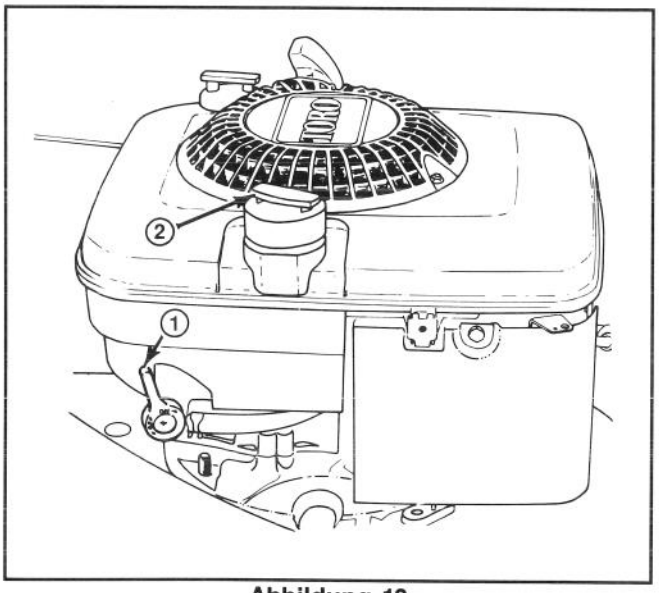

**Abbildung 18**
**2.** Das Kraftstoff-Sperrventil in die AUS-Stellung drehen (Abb. 18).
**3.** Den Tankverschluß abnehmen (Abb. 18) und das Benzin mit einer Saugpumpe in einen sauberen Benzinkanister abpumpen.